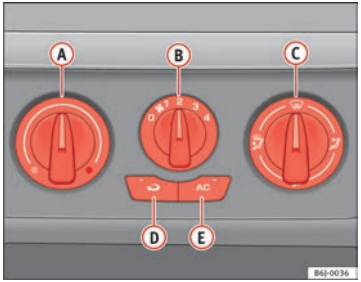

Fig. 93 Air conditioning controls on the dash panel
– Disconnect the cooling system using button ⇒ fig. 93 AC (the button light turns off).
When air recirculation mode is switched on (button ⇒ fig. 93 with warning lamp) strong odours in the outside air do not enter the vehicle interior, for example when passing through a tunnel or in a traffic jam.